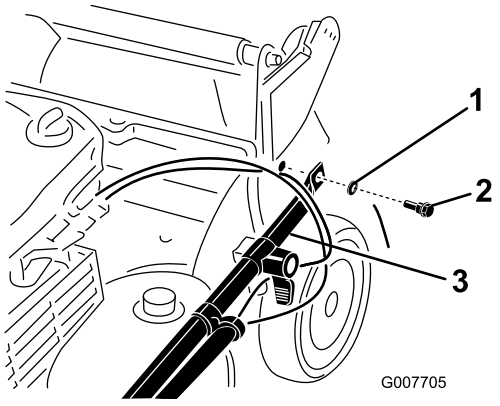

**Figur 3**
2. Montera handtagsändarna på maskinhuset med de båda brickorna och handtagsbultarna (Figur 3), **men dra inte åt bultarna.**